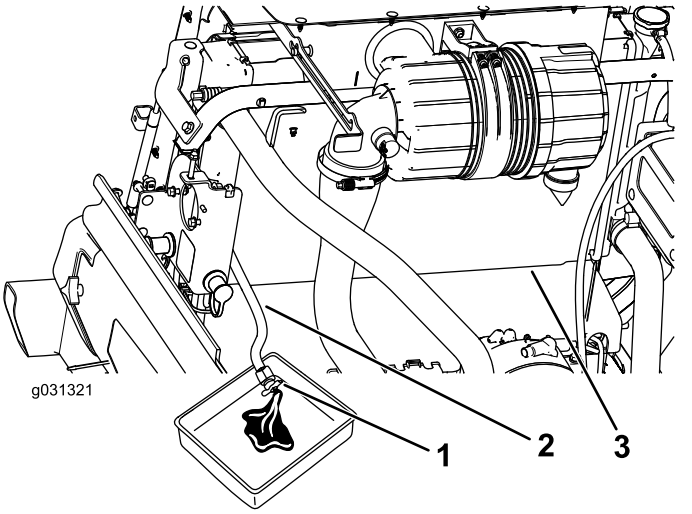

Figur 90
3. Placera kylaravtappningsslangen i ett avtappningskärl, öppna avtappningsventilen på kylarslangen och töm ut vätskan i kärlet (Figur 90).
4. Stäng kylaravtappningsslangens ventil (Figur 90).